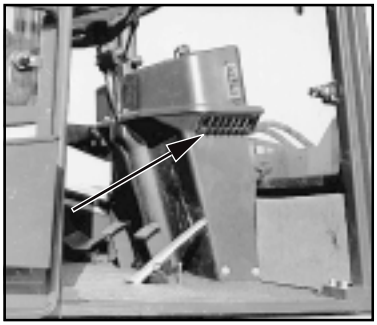

Bild 5-11
(2) Luftstromrichtung an den seitlich angebrachten Ausströmerdüsen (Bild 5-11/Pfeil) einstellen.
(1) Selon le besoin en air, positionner le commutateur du ventilateur (5-10/flèche) dans la position „0“, 1 ou 2.
(2) Régler la direction du flux d'air aux sorties d'air latérales (figure 5-11/flèche).